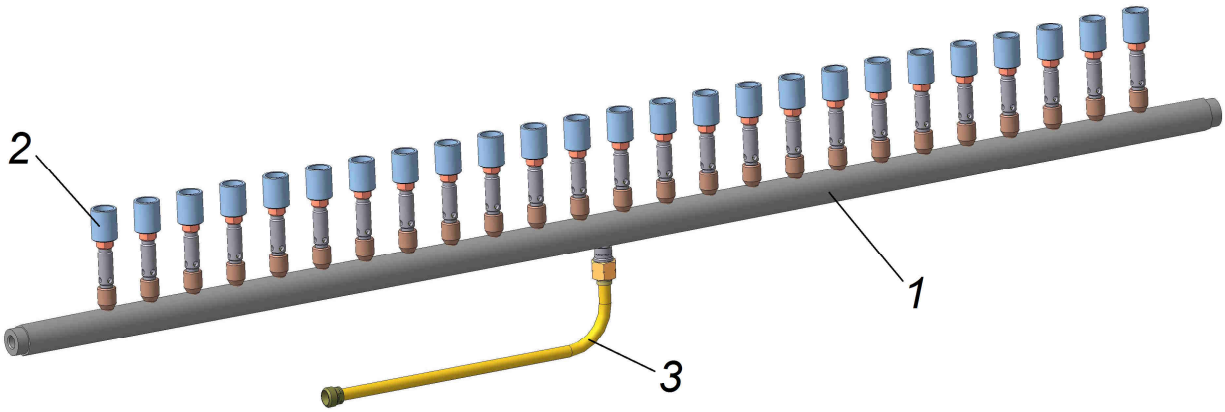

Рис.1 Горелка ГВ L=1000/25
4.1 Горелка (см. рис.1) состоит из прямолинейного коллектора 1 с наконечниками 2 и удлинителя 3.